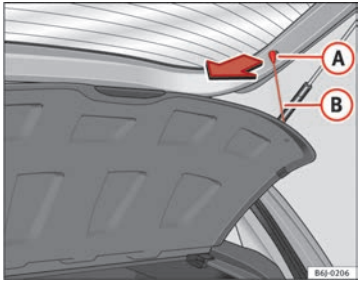

Fig. 96 Rear shelf
– Unhook the loops ⇒ Fig. 96 (B) from housings (A).